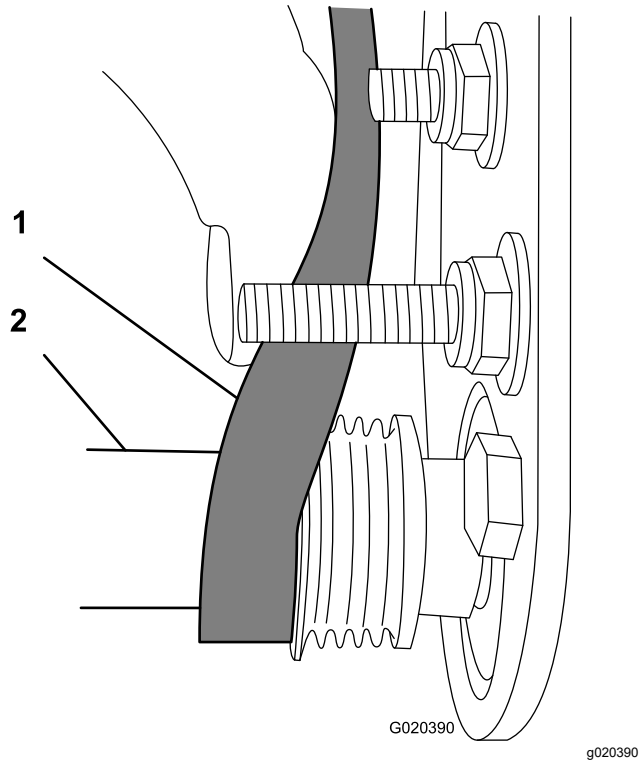

Figuur 17
- Begin de riem aan te brengen op de **aangedreven** poelie (Figuur 17).
- Gebruik een 9/16" diepe dop om de borstel te draaien en de riem om de aangedreven poelie te leiden (Figuur 17).